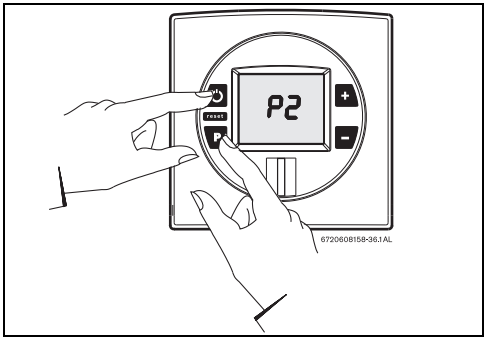

Рис. 46
- Нажмите и удерживайте кнопку программирования и нажмите кнопку «Вкл./выкл.» для включения прибора (см. Рис. 46).